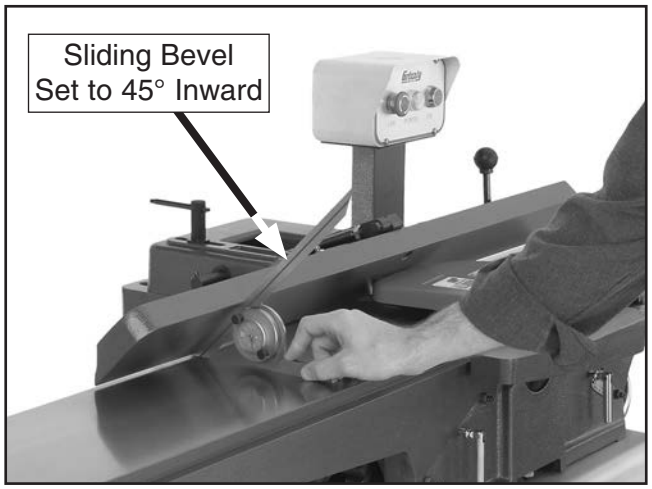

Figure 67. Example of adjusting fence to 45° inward.
3. Place sliding bevel set to 45° against fence and table, as shown in **Figure 67**.